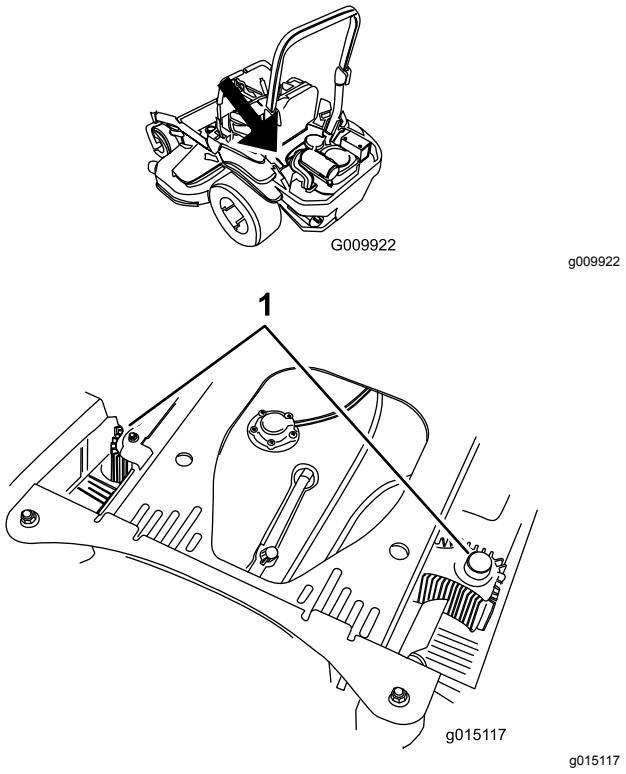

Figur 88
4. Fjern rusk og gress fra hydraulikkenhetsdekslene (Figur 88).